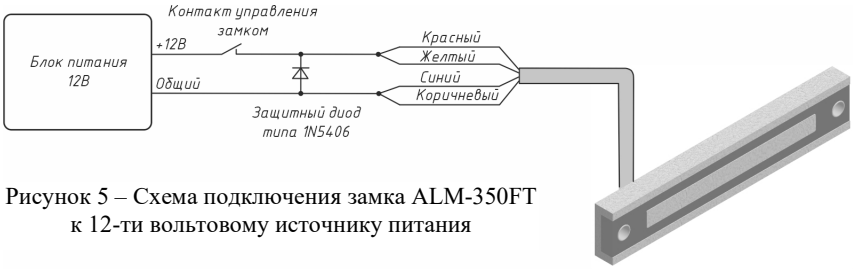

Рисунок 5 – Схема подключения замка ALM-350FT к 12-ти вольтовому источнику питания
5.5 Проверить работоспособность замка, подключив его согласно схеме (рисунок 5 или 6).